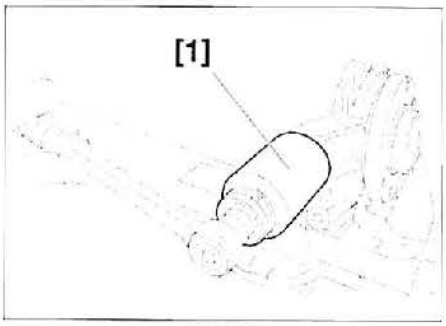

FIG. 16
• Desmontar la rótula de mangueta (2) con el útil [1] (casquillo tipo Facom NK.41L) **(fig. 16).**